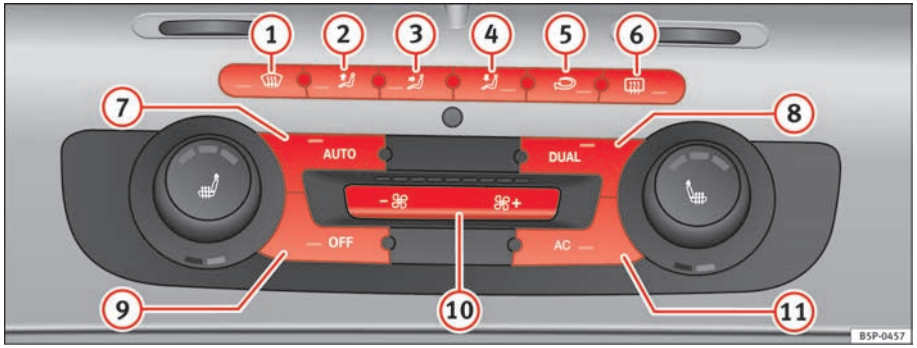

Fig. 132 On the instrument panel: 2C Climatronic controls.
– To enter manual mode, press one of the buttons ⇒ fig. 132 (1) to (5) or press the air flow control (10). The selected function is shown on the radio or navigator display.
– Press the button ⟲ ⇒ page 162, fig. 132 (2) to switch air recirculation mode on or off. It is switched on if the following symbol appears in the display ⟲.